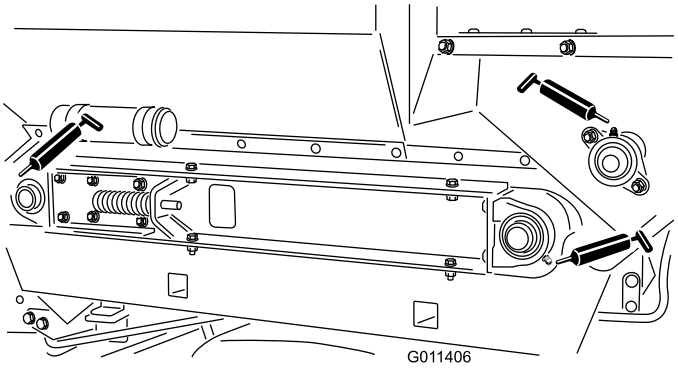

Figur 21
Fedtfittingernes placering (Figur 21) og antal er som følger: Rulleaksellejer (4) og børsteakselleje (1).